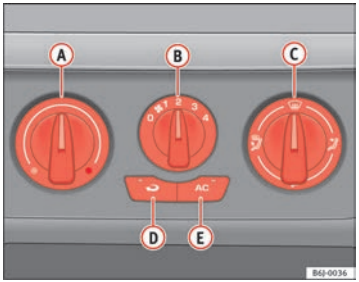

Fig. 88 Air conditioning controls on the dash panel
– Using the controls ⇒ fig. 88 (A) and (C) and with the switch (B) you can adjust the temperature, the air distribution and the blower speed.
– To switch a function on or off, press the appropriate button (D) or (E). When the function is activated, a red warning light on the button is turned on.
– Close outlets (3).
– Open and turn outlets (4) towards side windows.